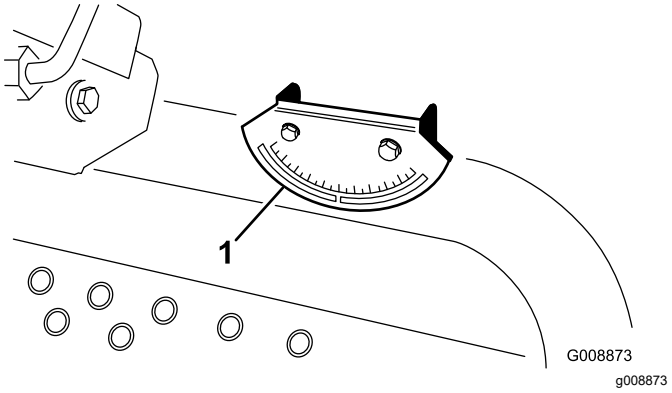

Figur 7
4. Kontrollera lutningsindikatorn som är monterad på maskinens styrrör (Figur 7).